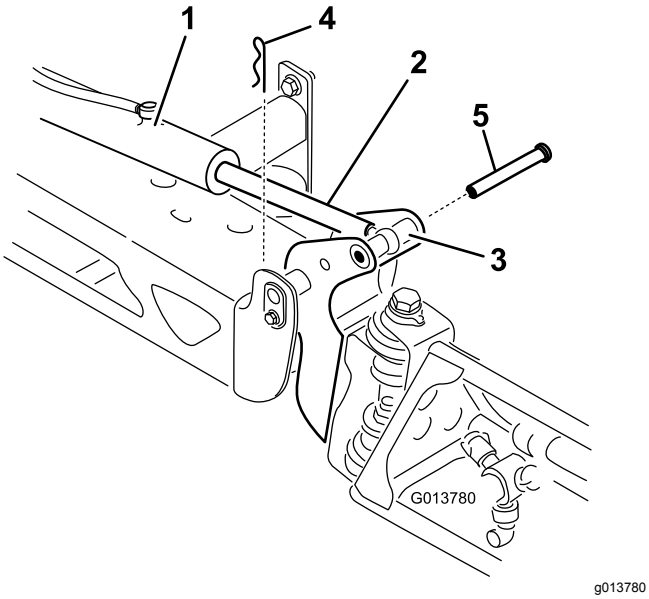

Figur 93
2. Fjern hårnålssplinten fra svingbolten (Figur 93).
3. Løft opp på bommen, fjern bolten (Figur 93) og fir bommen sakte ned på bakken.
9. Mens du holder bommen, skal du føre pinnen gjennom begge bommens dreietapper og aktuatorstangen (Figur 93).